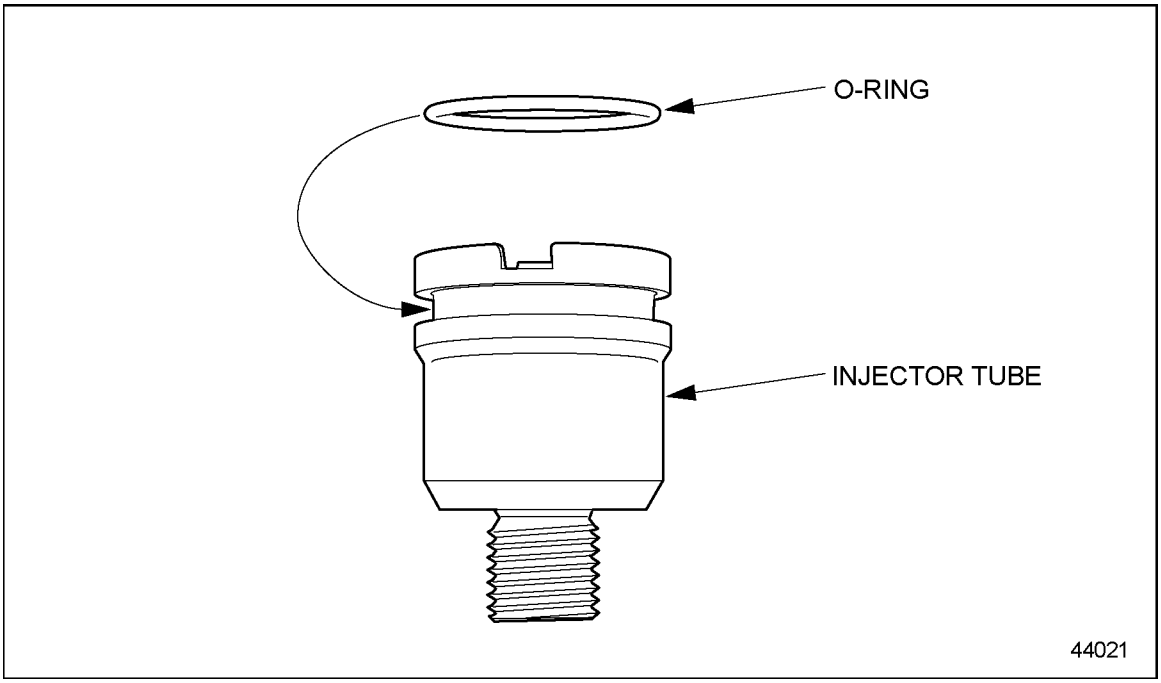

Figure 2-38 Injector Tube and O-ring
2. Install O-ring in groove on injector tube, a small amount of silicone based O-ring lubrication will aid in the installation. See Figure 2-38.